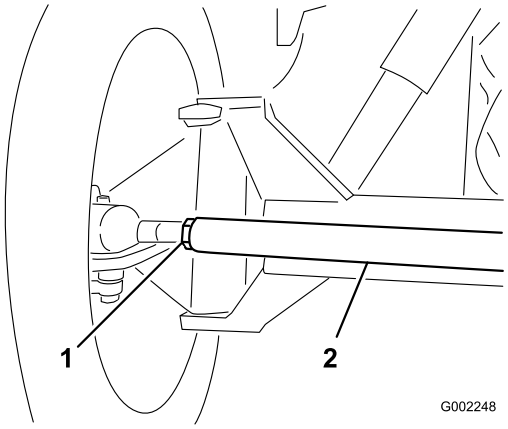

Figura 97
3. Se a medição obtida não corresponder aos valores especificados desaperte as porcas de segurança nas extremidades das barras transversais (Figura 97).